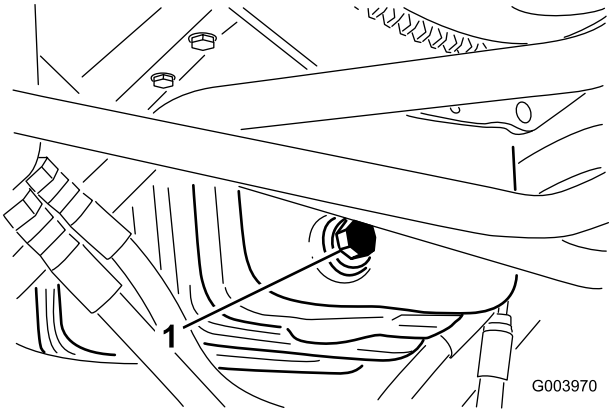

Figuur 53
1. Verwijder de aftapplug (Figuur 53) en laat de olie in een opvangbak lopen.